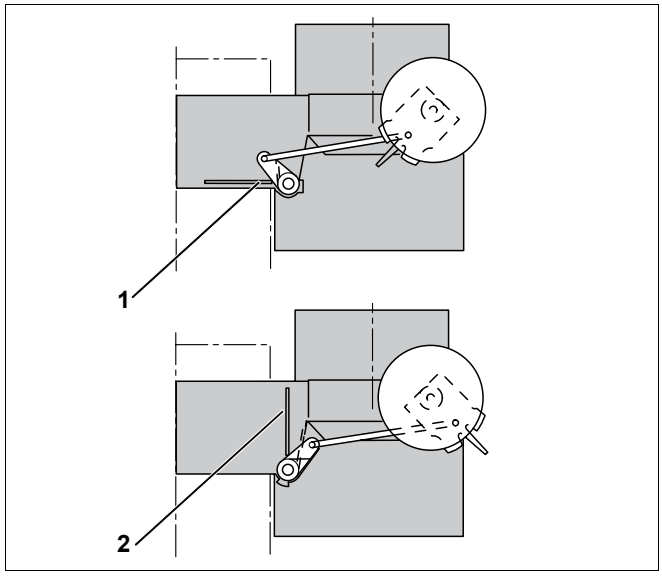

Рис. 13 Положение запорного клапана дымовых газов
- Проконтролировать положение запорного клапана дымовых газов, перемещая рычажок (рис. 13).
- Только когда полностью будет достигнуто положение "Откр." (рис. 13, **поз. 1**), можно включать газовую горелку.